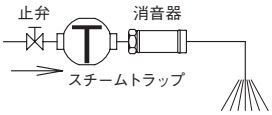

図8. 機器取付例略図
11. トラップは、機器単体に1台を目安として選定してください。(図8参照)